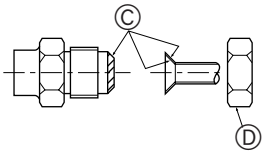

Fig. 5-1
5.2. Соединение труб (Fig. 5-1)
Ⓐ (Fig. 5-1)
Ⓑ (Fig. 5-1)